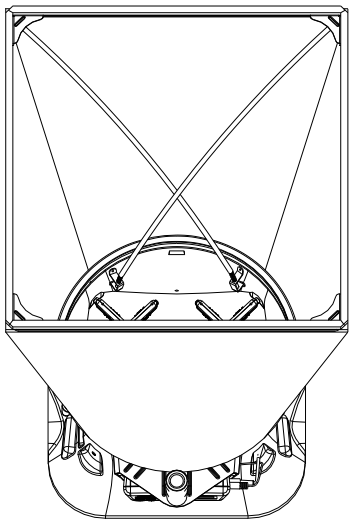

Figure 16 : installation d'une baguette de support
3. Saisissez la baguette de support. Courbez-la doucement pour insérer son extrémité supérieure dans la cavité située sur l'angle opposé du cadre. Les baguettes sont raccordées en croisillon aux angles du cadre comme le montre la Figure 16.